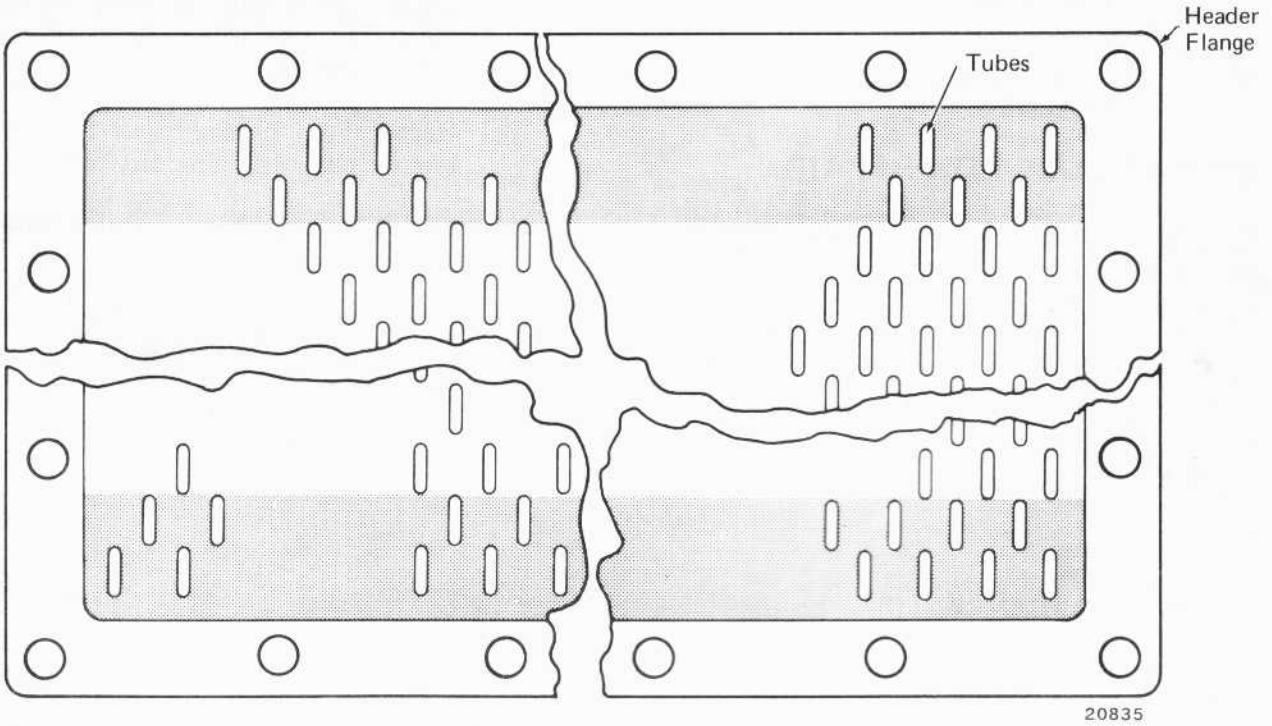

Fig. 4 – Radiator Core Schematic
a. Melt the solder from the first two outer tube rows nearest the surface the core is resting on. The cross hatching in Fig. 4 indicates the area from which solder is to be removed. Melt solder out by playing a 327° C (620° F) flame over the area. The melted solder will run out of the dish, over the header flange, and out.